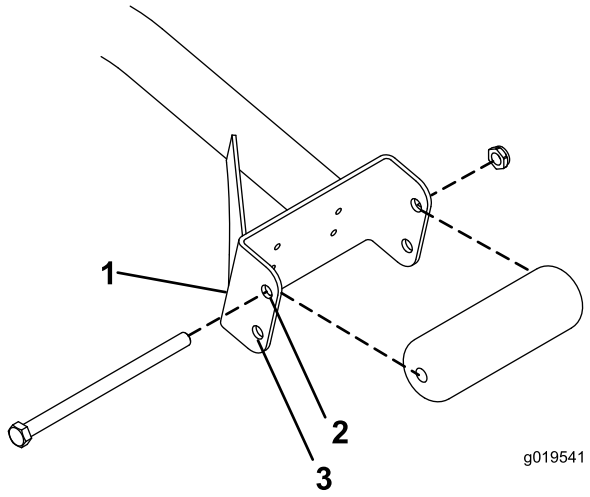

Figure 3
- Pour les plateaux de coupe de 27 pouces, placez les rouleaux dans les trous de fixation supérieurs des profilés du support (Figure 3).
- Pour les plateaux de coupe de 32 pouces, placez les rouleaux dans les trous de fixation inférieurs des profilés du support (Figure 3).